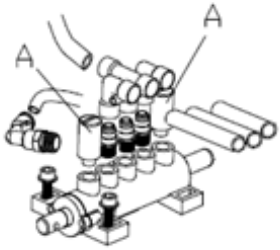

Rys. 13
2. Poluzować tłumiki zaworów (A) należące do pedału otwierania i zamykania szczęk oraz pedału łyżki montażowej; (Rys. 13)
3. Oczyść tłumiki sprężonym powietrzem. Jeśli są uszkodzone, wymienić je, korzystając z listy części zamiennych. (Rys. 13)